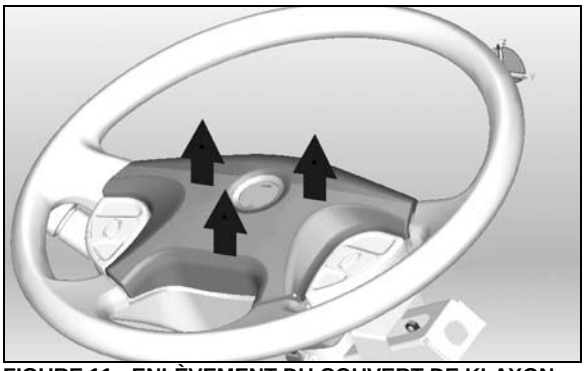

FIGURE 11 : ENLÈVEMENT DU COUVERT DE KLAXON
2. Tirer prudemment droit vers le haut sur le couvert du klaxon pour le détacher du volant de direction (Figure 11).